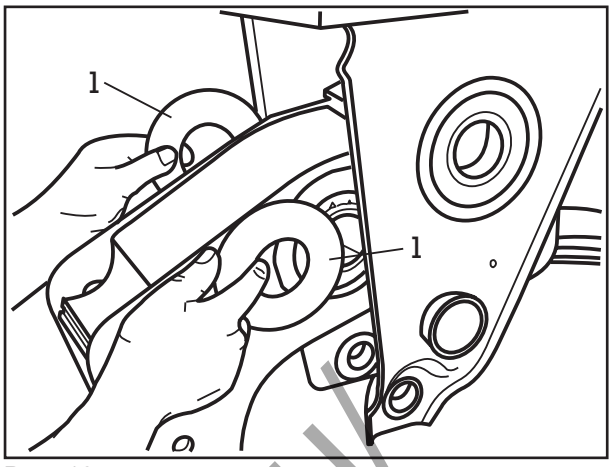

Рис. 13
(25) Смазать кольца (рис. 13/1) (если они имеются) с обеих сторон консистентной смазкой и установить их на балансире. Вставить балансир вместе с кольцами (рис. 13/1) в опору.